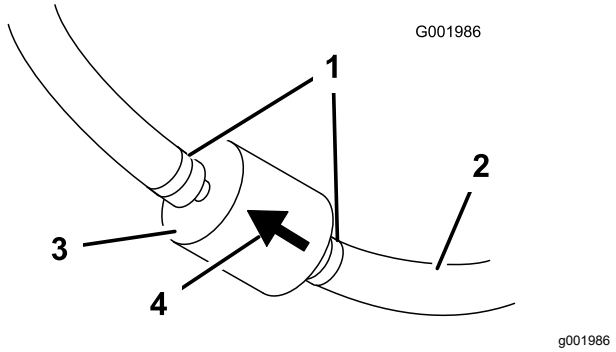

Figure 47
5. Pincez les extrémités des colliers et éloignez les colliers du filtre (Figure 47).